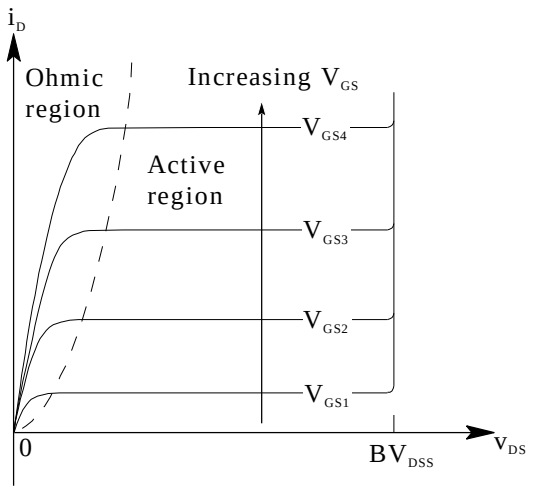

Figure 7 MOSFET Output Characteristic
- To keep the MOSFET operating in the Ohmic region of its output characteristic. See Figure 7. There is a maximum drain current for a corresponding gate-source voltage that a MOSFET will conduct. If the operating point at a given gate-source voltage goes above the Ohmic region "knee" in Figure 7, any further increase in drain current results in a significant rise in drain-source voltage (linear mode operation) and a consequent rise in conduction loss. If power dissipation is too high for too long the device may fail. The I_{DM} rating is set below the "knee" for typical gate drive voltages.